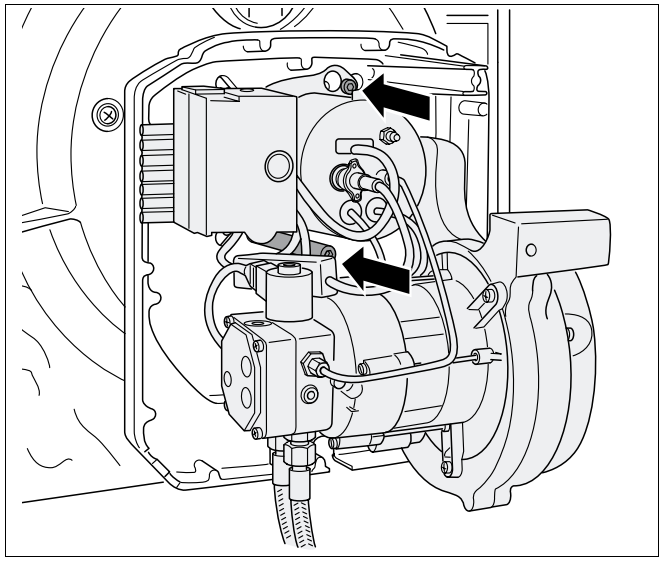

Fig. 24 Fissaggio del bruciatore al pannello posteriore
- Posizionare il bruciatore sulle due viti del pannello posteriore (fig. 24).